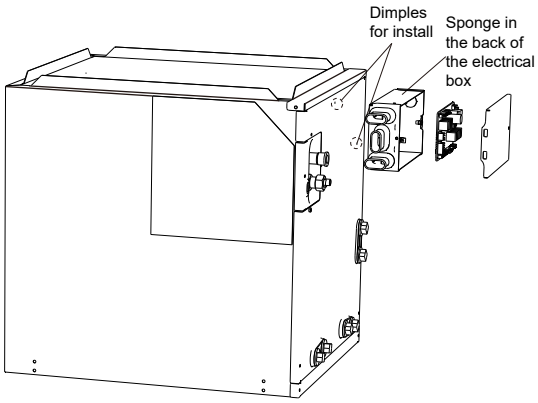
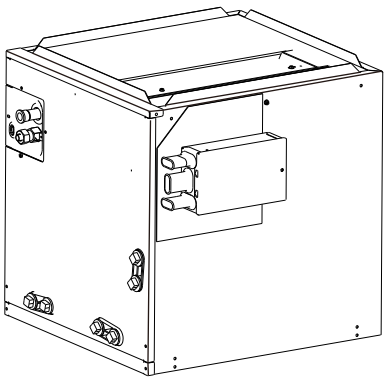
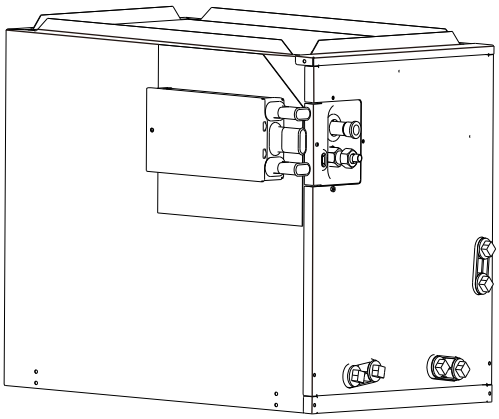

Fig. 3-5 Mounting section view
Fig. 3-6 Install right view
Fig. 3-7 Install left view
(1) Only install the mitigation kit in the designated locations to avoid damaging the coil.
(2) When installing the mitigation control kit, do not use screws more than 0.4 inches long to prevent screws from penetrating the glass fiber cotton;
(3) When installing the mitigation control kit, please check that the screws are away from the coil tubes when installed;
(4) When mounted on the side, the electric control box can be aligned with the indicating label arrangement, as shown Fig. 3-6 and Fig. 3-7;
(5) In the side installation, if the drill is used during installation, the drilling depth should not exceed 0.2 inches to prevent the glass fiber cotton from being hit;
(6) When installing the mitigation kit on the front panel, use the locating dimples in the panel as shown in Fig. 3-5;